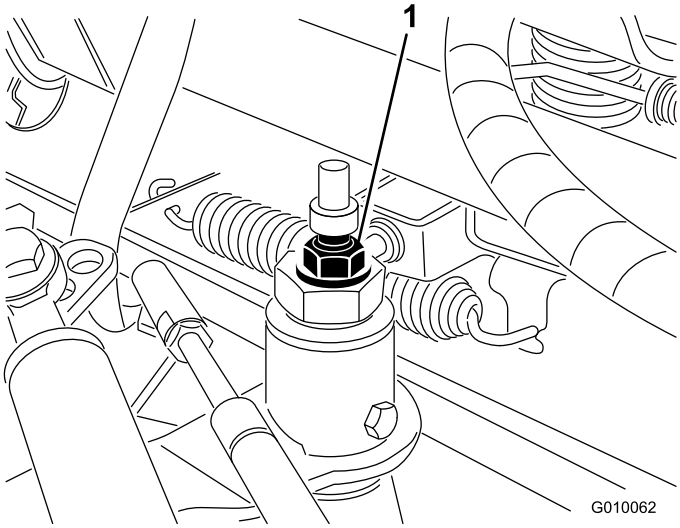

Figur 54
3. Løsne låsemutteren på trekkjusteringskammen (Figur 54).